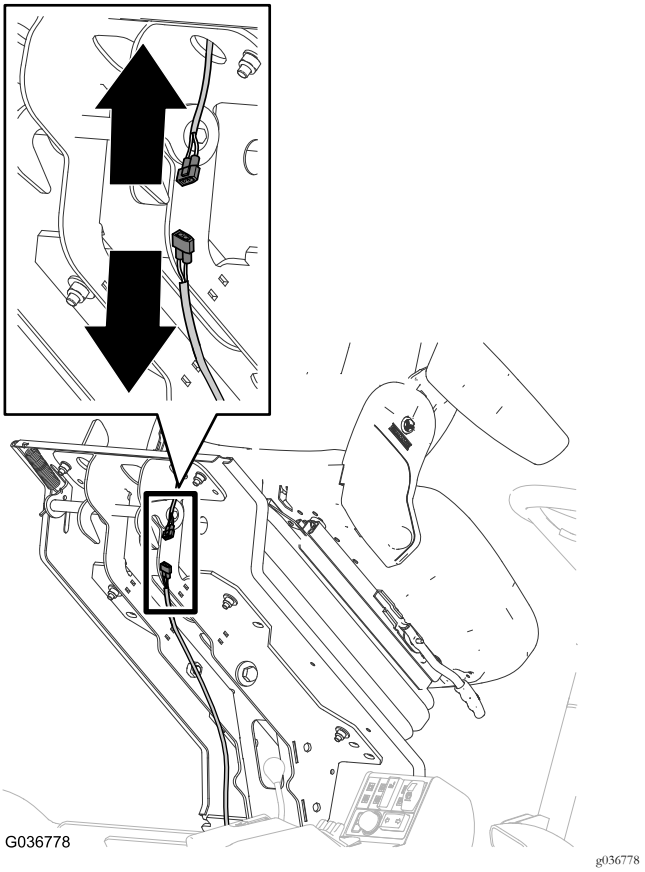

Figur 8
1. Koppla loss kontakten för sätesomkopplarens kablage från kontakten på maskinens huvudkablage (Figur 8).